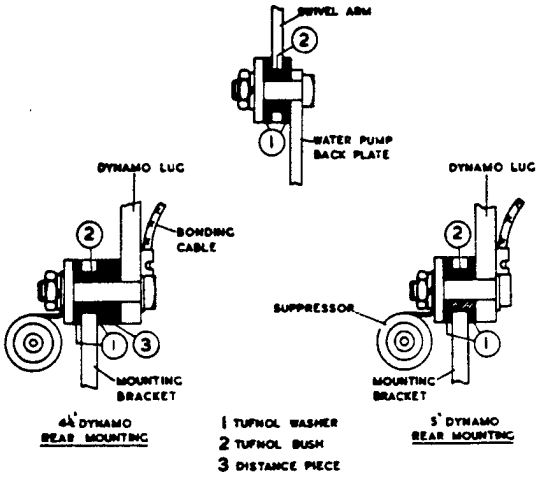
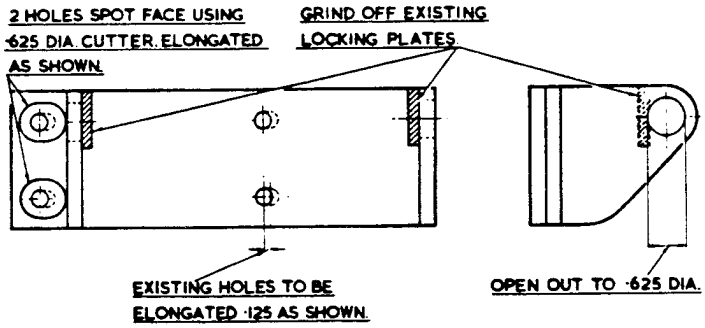

Fig. 3.
Fig. 4.
Fig. 3 shows the method of mounting the dynamo and insulators, but it should be noted that the distance piece (3) is only used on the C-45-PV dynamo. The modifications required on the C-45-PV bracket itself are shown in Fig. 4; these brackets are not supplied. The RA-5 bracket is available from the Service Department.